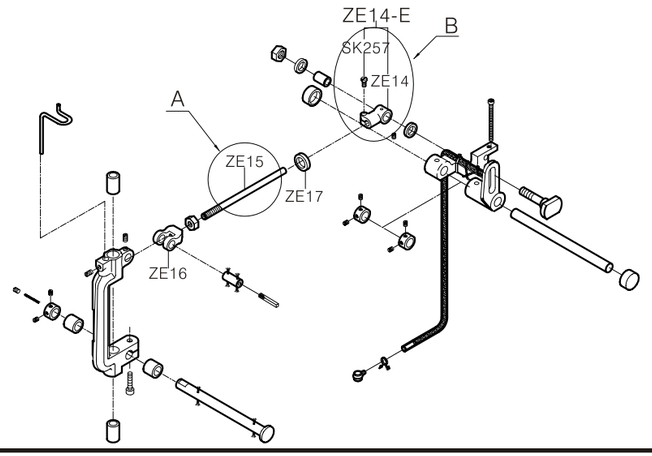

Fig. 5
2. Ajuste posición izquierda/derecha: (Fig. 5)